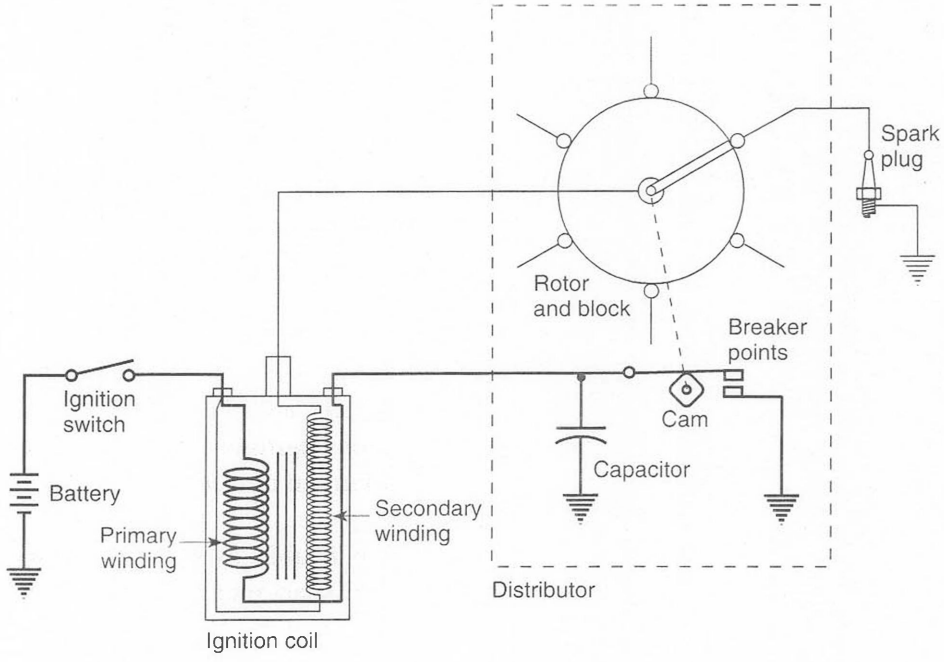

Figure 5-1. *Typical battery ignition system*
The purpose of an ignition system is to produce a hot spark inside the cylinder, which ignites the fuel air mixture at the proper time. This can be done using a battery as the source of electrical energy in a system such as the one in Figure 5-1.
To understand the operation of a battery ignition system, follow the circuit in Figure 5-1. When the ignition switch is closed (ON), current from the battery flows to ground through the switch contacts, the primary winding of the ignition coil, and the closed breaker points inside the distributor. A strong magnetic field surrounds the primary winding and extends beyond the many turns of wire in the secondary winding.